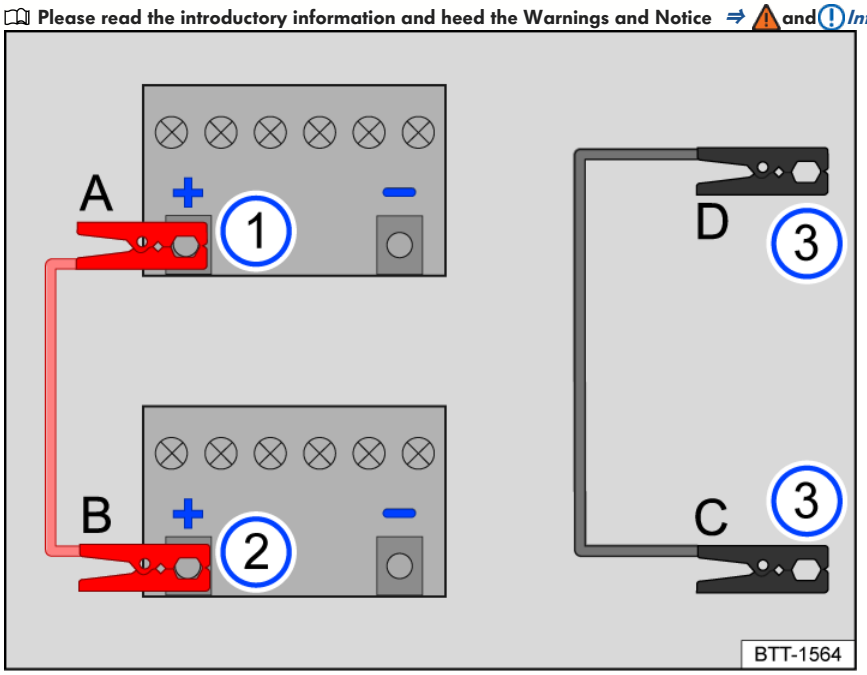

Fig. 133 Diagram for connecting the jumper cables.
Only connect the jumper cables in the sequence **A – B – C – D** *fig. 133*.
3. Connect one end of the *red* jumper cable **A** to the positive battery terminal **+** of the vehicle battery with the discharged 12-volt vehicle battery *fig. 133* (1) ⇒ ,
4. Connect the other end of the *red* jumper cable **B** to the positive battery terminal **+** of the vehicle supplying the power *fig. 133* (2).
5. Connect one end of the *black* jumper cable **C** preferably to a jump-start point (negative connection), otherwise to a large metal part that is bolted securely to th cylinder block or to the cylinder block itself of the vehicle supplying the power *fig. 133* (3).
6. Connect the other end of the *black* jumper cable **D** to the jump-start point (negative connection), a large metal part bolted to the engine block, or to the engine block itself in the vehicle with the drained 12-volt vehicle battery *fig. 133* , ⇒ ⚠.
3. With the engines running, disconnect the jumper cables only in the sequence **D – C – B – A** *fig. 133*.